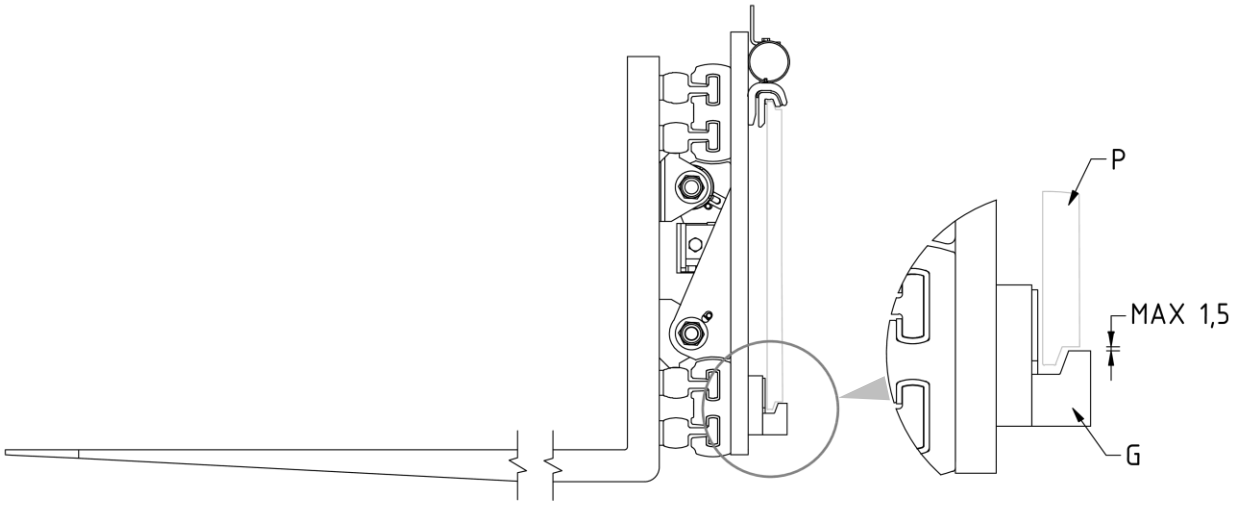

Figure 8
9. Revisser les 2 crochets inférieurs **G** de manière à ce que le corps de ces derniers reste accroché aussi en bas du tablier porte-fourches **P** (avec un jeu max. de 1,5 mm, voir détail *Figure 8*), en serrant avec le couple de serrage indiqué dans le *Tableau 4*.